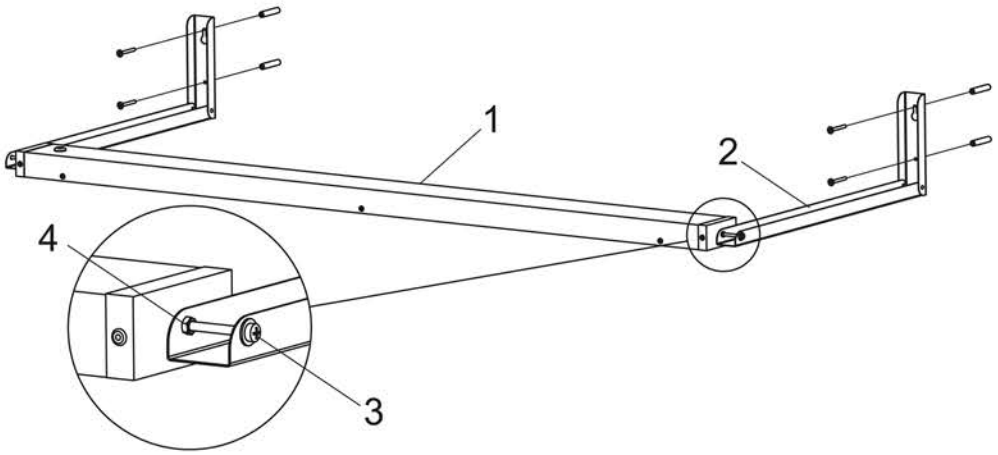

Рисунок 2
– коричневый (чёрный) проводник – фаза (L);
– синий проводник – нейтраль (N);
– жёлто-зелёный проводник– защитный проводник заземления (PE).
4.4 Накладной монтаж (рисунок 2). Установить на опорную поверхность кронштейны светильника (2) перпендикулярно к светильнику (1) на расстоянии 1258 мм друг от друга. Установить светильник (1) между кронштейнами (2) под нужным углом и зафиксировать положение винтом (3). Затянуть гайку (4) для более надёжной фиксации положения светильника.